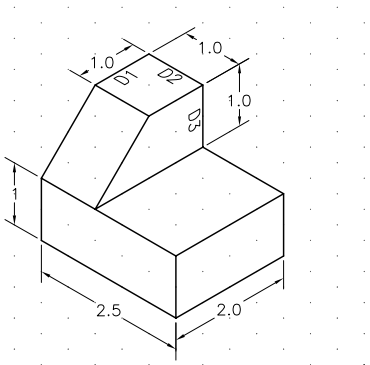
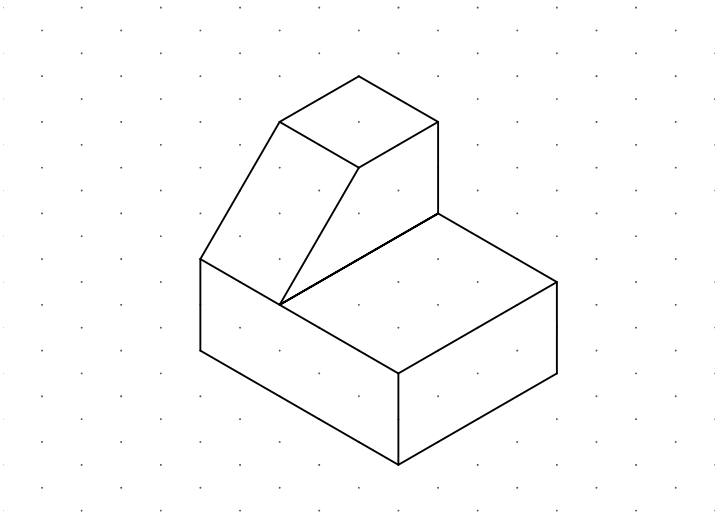

Figure 19-8 *Isometric drawing for Example 1*
Figure 19-13 *Isometric drawing with the tapered face*
In this example, you will create the isometric drawing shown in Figure 19-8.
6. The front left end of the object is tapered at an angle. In isometric drawings, oblique surfaces (surfaces at an angle to the isometric axis) cannot be drawn like other lines. Make sure that the Endpoint Object Snap is on, and then locate the endpoints of the lines that define the oblique surface. Next, draw the lines between those points. To complete the drawing shown in Figure 19-8, draw a line from P10 to P8 and from P11 to P4, refer to Figure 19-13.